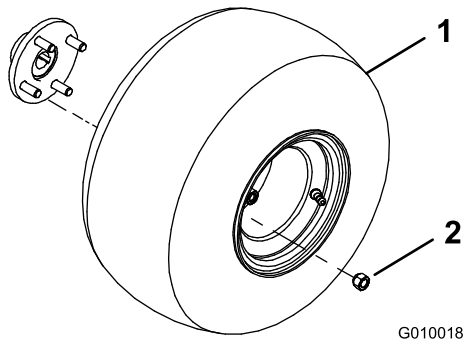

Figuur 3
2. Monteer het wiel op de naaf van het achterwiel (Figuur 3).
3. Plaats de wielmoeren (Figuur 3) en draai deze vast met een torsie van 61 tot 75 Nm.